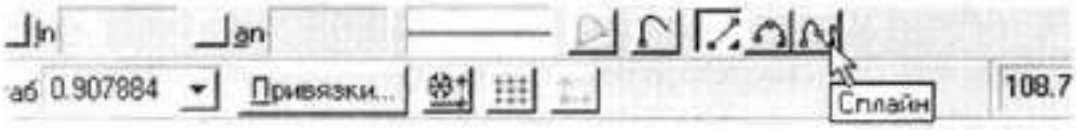

Рис. 11
3. Активизируйте команду ***Непрерывный ввод объектов***. На строке параметров объекта активизируйте команду ***Сплайн***, рис. 11. Выберите текущий стиль сплайна ***Основная***.